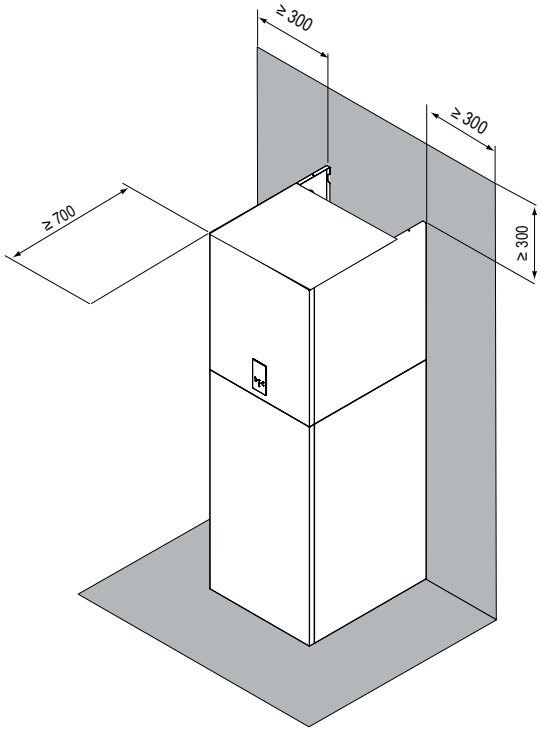

fig. 8 - zone de travail minimale pour l'unité intérieure
- L'espace autour de l'unité est adapté à la maintenance, voir fig. 8.